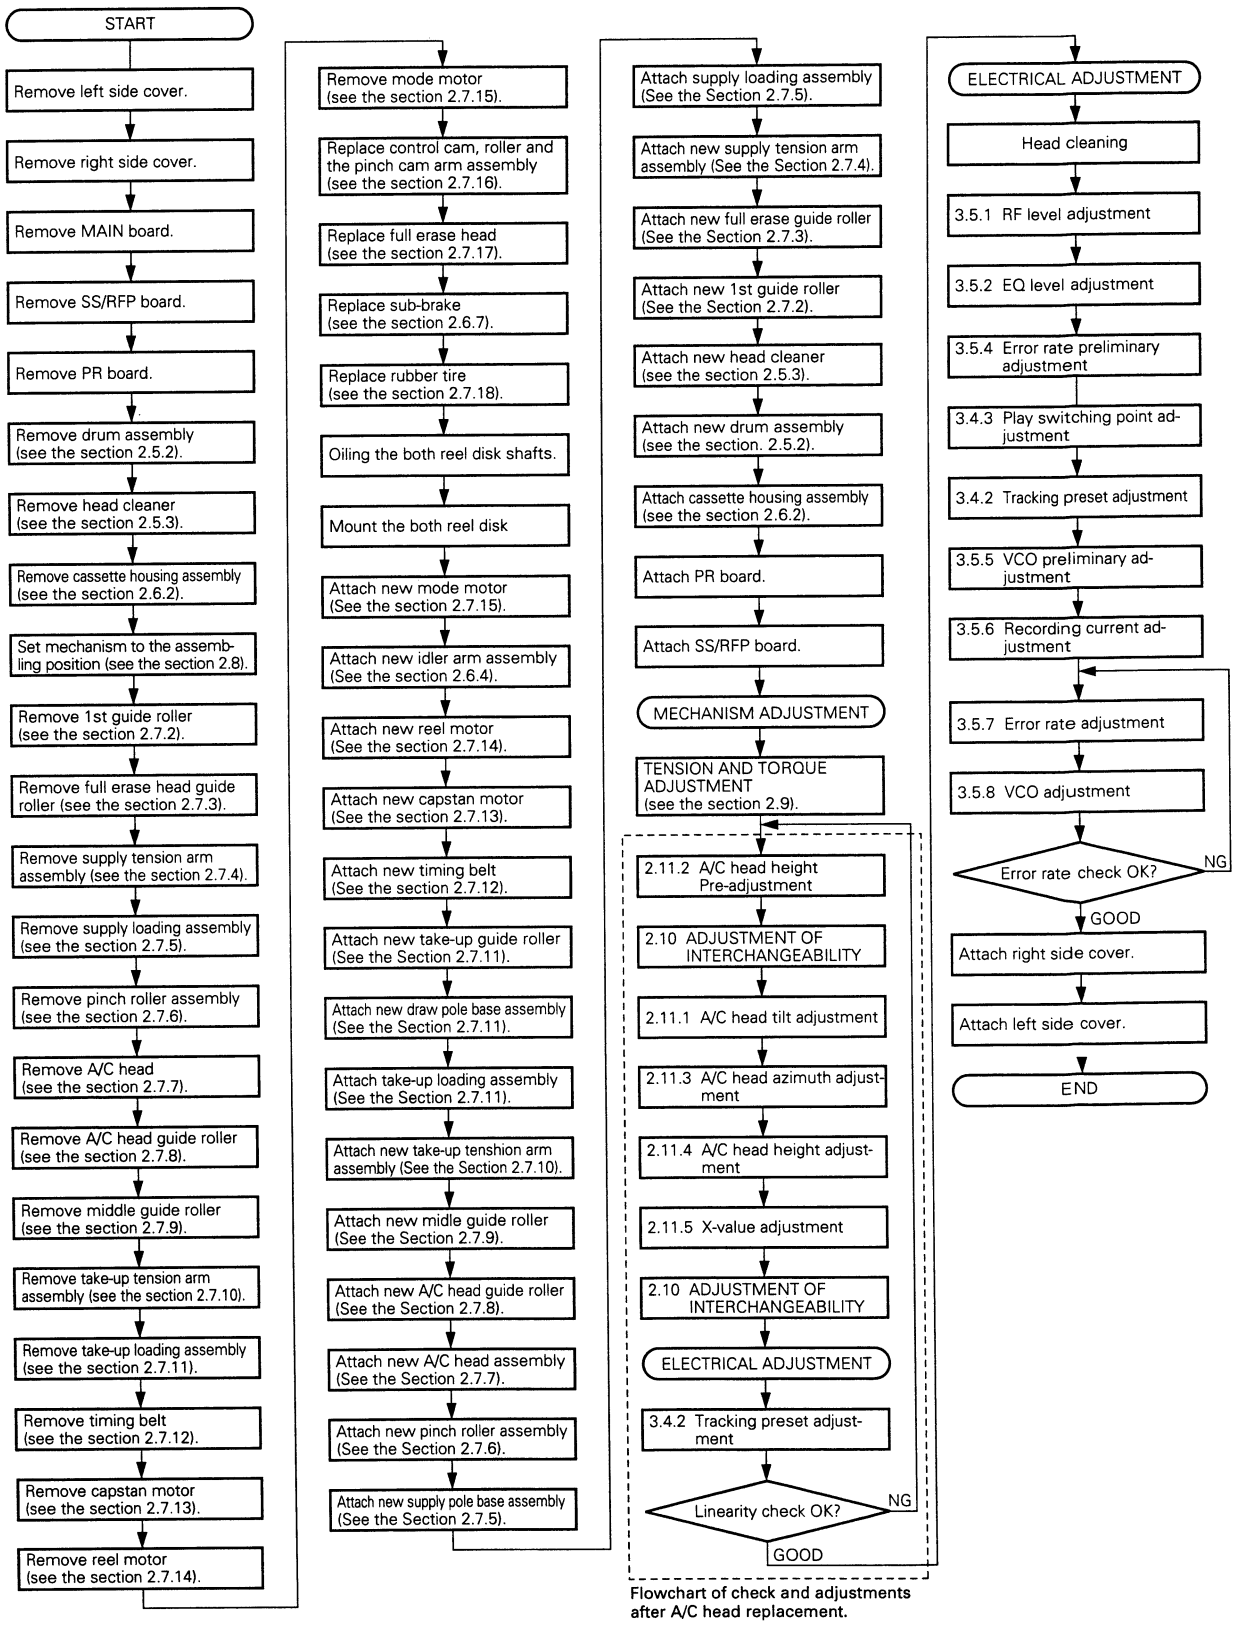

Fig. 2-7-1 2000-Hour Periodical Maintenance Flowchart
Fig. 2-7-1 shows the procedure of the periodical maintenance operation to be performed after every 2000 hours of operation.
[CAUTION] • After replacing the A/C head, be sure to perform the adjustments as shown in Fig. 2-7-1.
**Fig. 2-7-20**	1. Check that the clearance between A/C head arm D and A/C head base E of A/C head assembly C is 1 mm, that the A/C head arm and A/C head base are parallel and that the height of the bias spring adjustment screw 1 is 5 mm (see Fig. 2-7-20). 2. Attach the A/C head by reversing the removal procedure. 3. Perform checks and adjustments as indicated in Fig. 2-7-1, "Flowchart of Check and Adjustments After A/C Head Replacement".